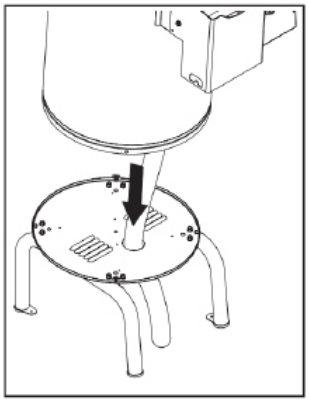

Fig. 12.
- Insérez le tube de vidange dans le trou situé au bas de la machine (Fig. 12).